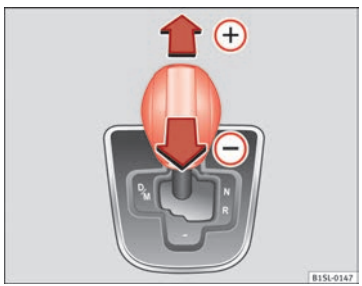

Fig. 92 Levier sur la position Tiptronic.
- Poussez le levier sélecteur vers l'avant ⊕ ou l'arrière ⊖ pour passer à un rapport supérieur ou inférieur respectivement ⇒ fig. 92.